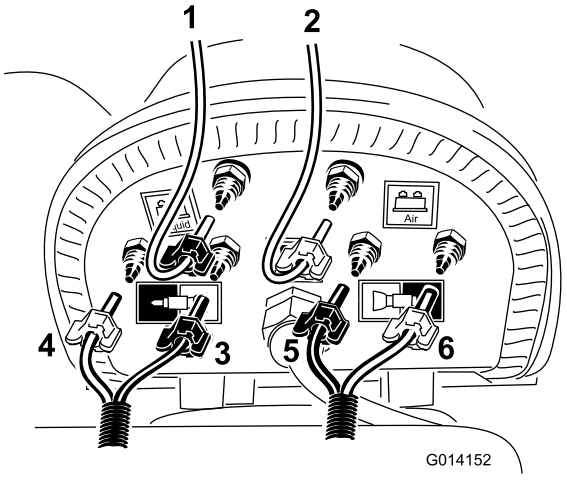

图22
注意： 如图22 所示，将透明管安装在压缩机的**蓝色**或供水宝塔接头上。用蓝色管夹固定两根管。管道的外壳需要进一步剖开，以便适应水箱组件的长度。
B. 找出以前割下的短回环软管，然后如图22 所示，将透明管安装到黑色水箱盖余下的宝塔接头上。
D. 找出连接至左喷洒臂的泡沫软管，将蓝色管和白色管安装至如图22 所示的位置。
E. 找出连接至右喷洒臂的泡沫软管，将蓝色管和白色管安装至如图22 所示的位置。